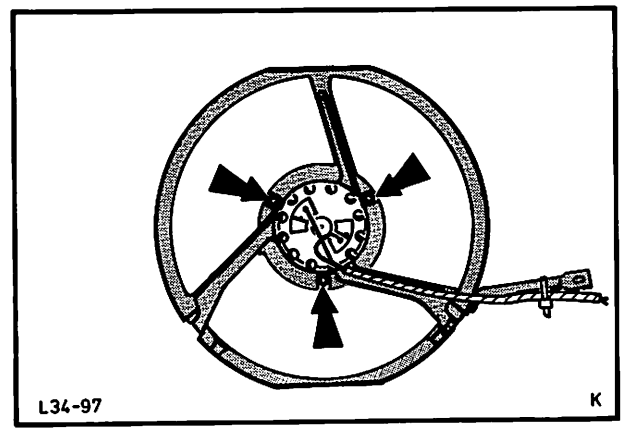

Abb. 72 Lüftermotor an Halter anbauen
5. Lüftermotor an Halter anbauen, Abb. 72 (3 Schrauben), und Lüfter an Motor anbauen (1 Mutter **LINKSGEWINDE!**).